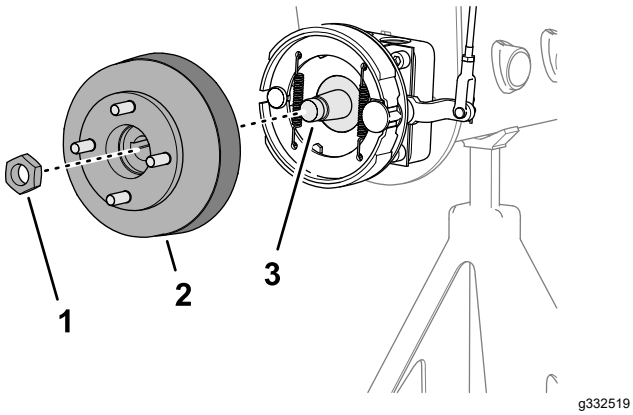
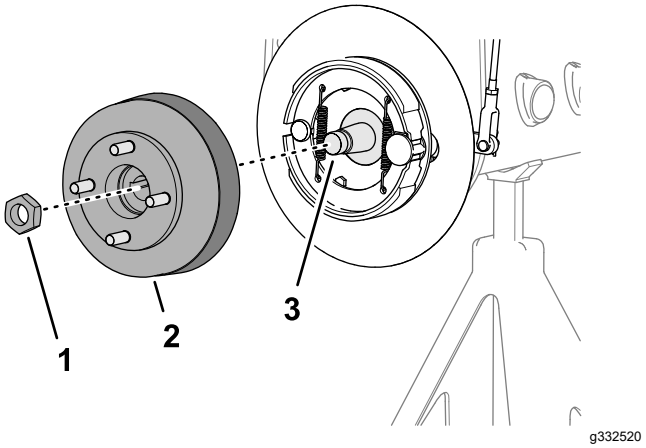

**Figure 73**
**Figure 74**
3. Montez le moyeu de roue et le tambour de frein sur l'arbre du moteur de roue (Figure 73 ou Figure 74).
4. Fixez le moyeu de roue sur l'arbre avec le contre-écrou (Figure 73 ou Figure 74), et serrez à la main.